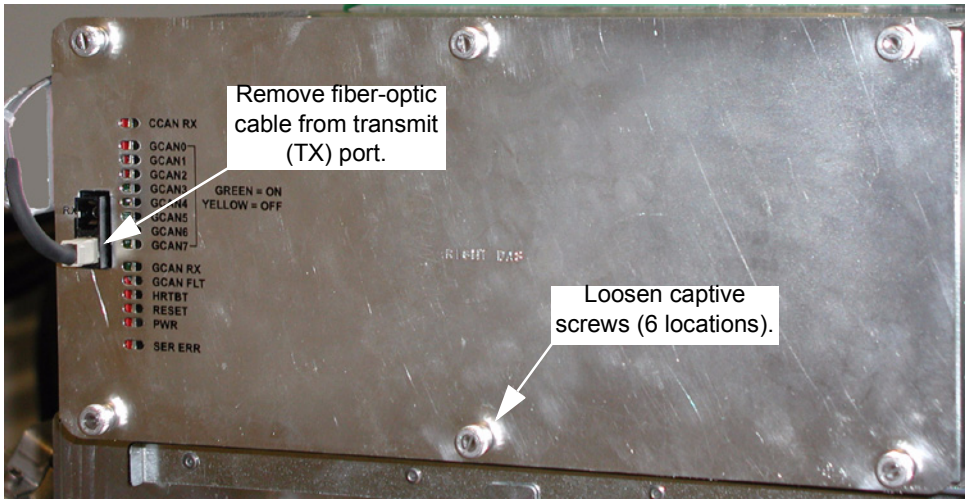
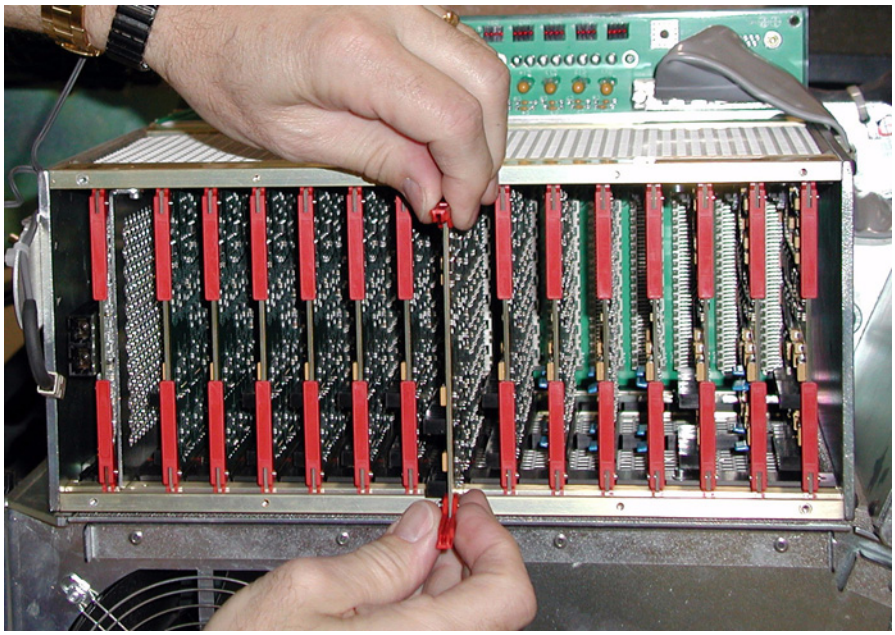

Figure 7-53 Right DAS Chassis
Figure 7-54 Use ejector tabs to remove converter cards from chassis
- When working in the Right chassis, the fiber-optic cable must first be removed from the Transmit ("TX") port (see Figure 7-53).
If replacing cards in the right **DAS** chassis, reconnect the fiber-optic cable to the transmit (TX) port (see Figure 7-53, on page 531).
8.) Depending on the fault, let the board warm-up five (5) minutes to verify it fixed the problem, but at least 1 hour before DASTools, FastCal, or Image Quality scans. A cold board may fail Offset Drift or Pop Noise until it is in normal operating temperature ranges.
3.) Remove the right **DAS** chassis cover (see Figure 7-53, on page 531):
a.) Disconnect the fiber-optic cable from the Transmit (TX) port.
b.) Loosen the six (6) captive screws that hold the cover in place.
4.) Eject the **DCB**, using the red ejector tabs (identical to converter card removal; see Figure 7-54, on page 531).